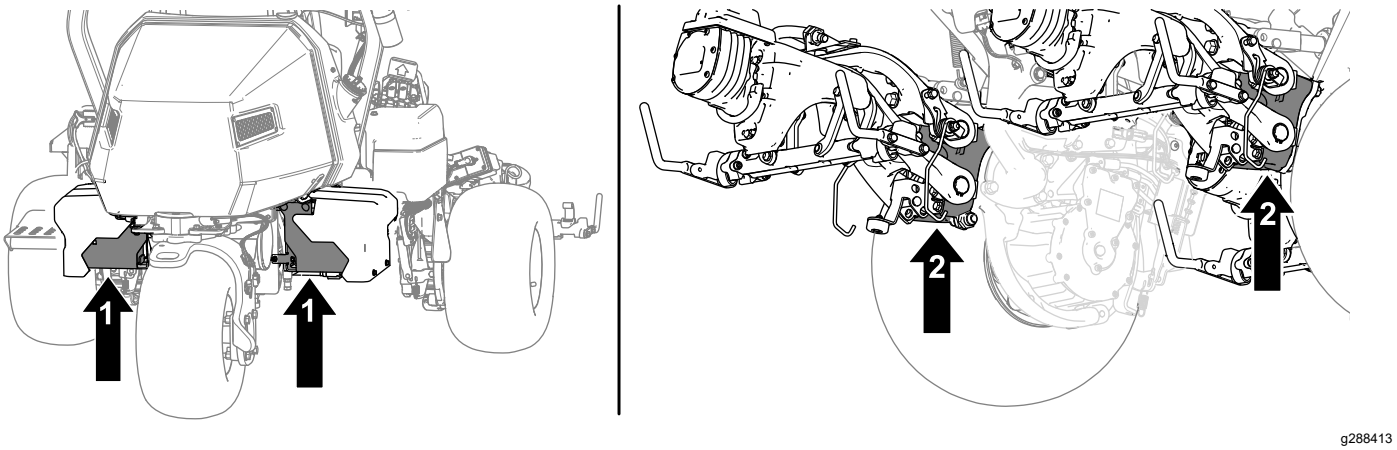

Bild 39
2. Die Maschine nach dem Aufbocken an den folgenden Stellen mit Ständern sichern (Bild 39):